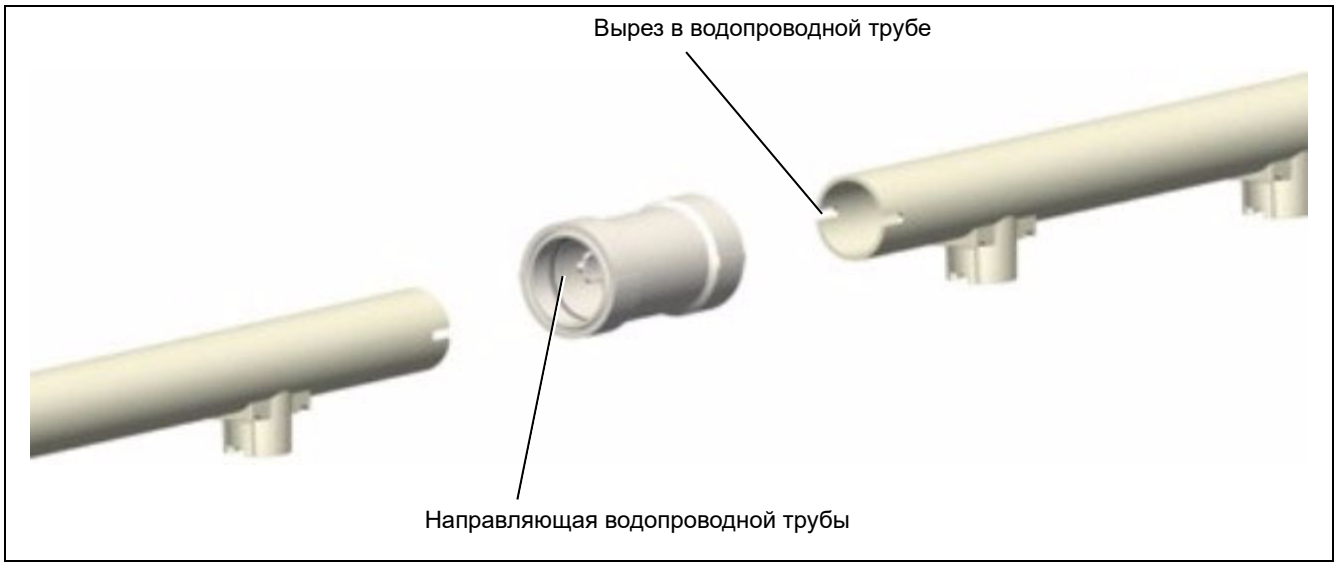

Рисунок 6H
5. Подсоедините оставшиеся водопроводные трубы, выравнивая направляющие, надевая соединительный элемент на предыдущую трубу и вставляя следующий отрезок в соединительный элемент. *(См. Рисунок 6H.)* Продолжайте устанавливать крепления подвески (CW-10008) на удлиняющуюся трубу.